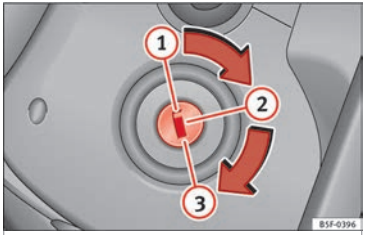

Fig. 148 Ignition key positions.
In this position ››› **Fig. 148**, the ignition and the engine are OFF and the steering may be locked.
– Turn the ignition key to position **›››** **Fig. 148** ②. The warning lamp ⚭ will light for engine pre-heating.
– When the lamp turns off, turn the ignition key to position ③ to start the engine. Do not press the accelerator.
– Turn the ignition key to position »» **Fig. 148** ①.